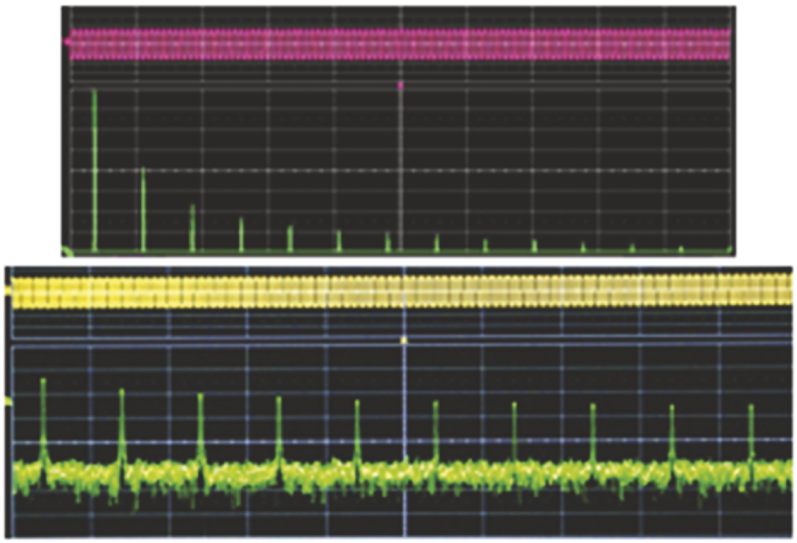

**Figure 4.27** FFT of square wave as seen on the screen of an oscilloscope. The top plot is on a linear amplitude scale, and the bottom is a logarithmic scale.
**frequency spectrum analyzer**, or just **spectrum analyzer**. The spectrum analyzer displays on the vertical scale how much of each frequency component makes up the waveform. Dedicated spectrum analyzers are expensive. However, there is a simpler and cheaper way to get the frequency spectrum, but it relies on having at your disposal a means to capture the waveform to a computer and then apply mathematical algorithms to reveal the spectrum. This is often performed in a digital oscilloscope, like the one you use in the lab, as shown in Fig. 4.27.
We refer to the frequency-domain representation of a waveform as its frequency spectrum, Fourier transform or Fourier series, but these terms have somewhat different meanings, so one must know what they are looking at when they see a plot with frequency components. Warning to avoid confusion: The Fourier transform and Fourier series are *mathematical* representations of the time-domain waveform in the frequency domain. They contain *both positive and negative frequencies and positive and negative values*. This explains why many plots in the frequency domain that you may see in other sources have such features. *The plot shown on the spectrum analyzer in Fig. 4.27 is better described as a* ***frequency spectrum*** *and has only positive frequencies and positive values* and ignores phase. It has elements in common with the Fourier transform and series but *is not the same*.